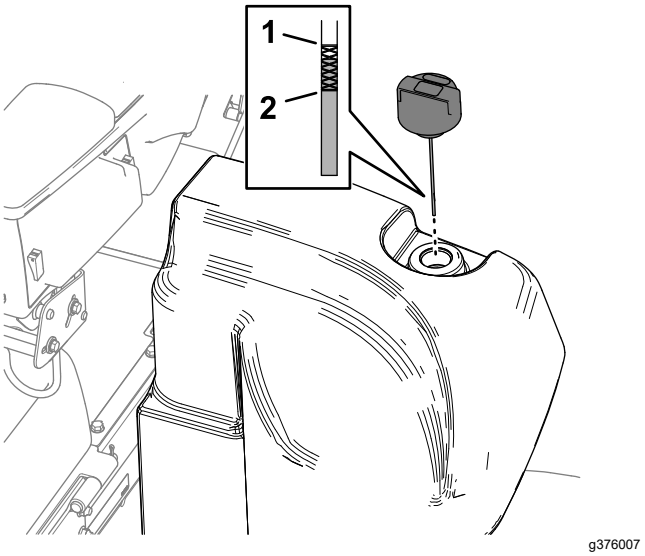

Figuur 142
2. Reinig de omgeving van de vulbuis en de dop van de hydraulische tank (Figuur 142).